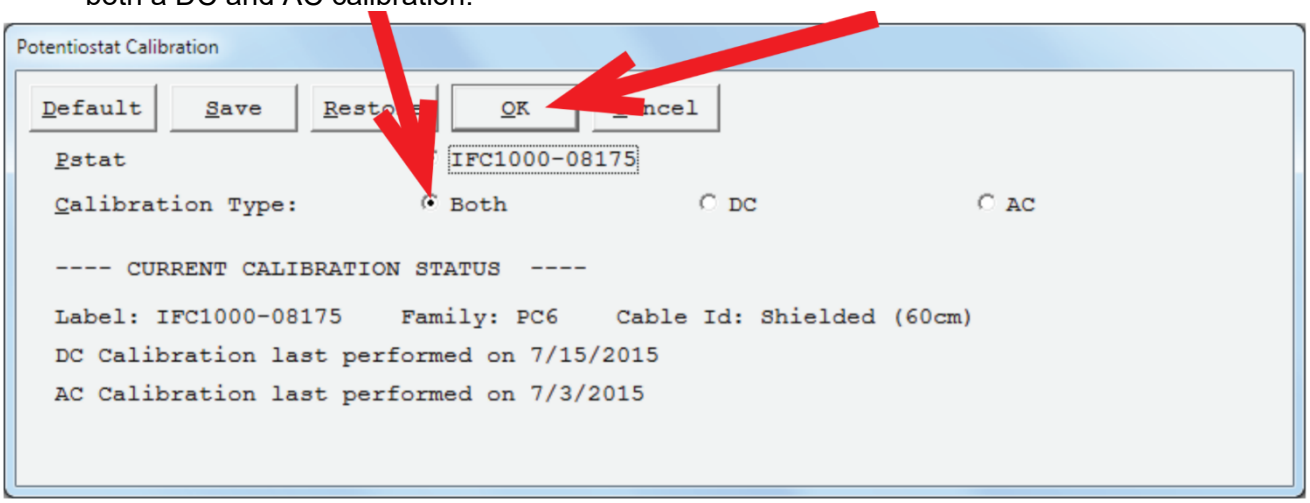

Figure 4. Snapshot of Calibration Process from Gamry Framework
2.7.7 In the pop-up menu, ensure that calibration type "both" is selected (Figure 4.). This will perform both a DC and AC calibration.
2.7.8 Confirm any instructional messages that appear on screen (Figure 4). Calibration process will then initiate.